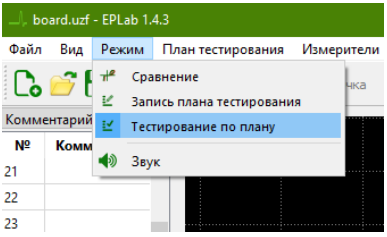

Рисунок 4.33 - Пункт меню Тестирование по плану ПО EPLab.
4. Для использования плана тестирования перейдите в пункт меню **Режим ► Тестирование по плану** (рис. 4.33) или нажмите на кнопку на панели инструментов.